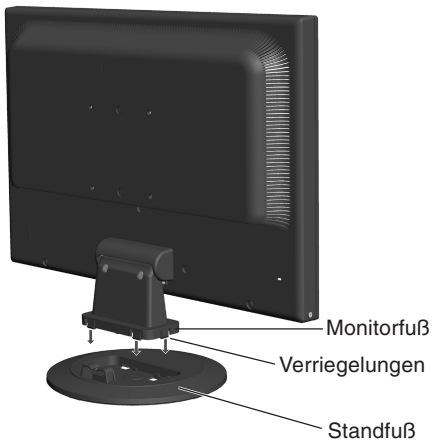

Abbildung S.1
1. Befestigen Sie den Standfuß am Monitor. Die Verriegelungen an der Unterseite des Monitors müssen in die Aussparung des Standfußes einrasten (**Abbildung S.1**).